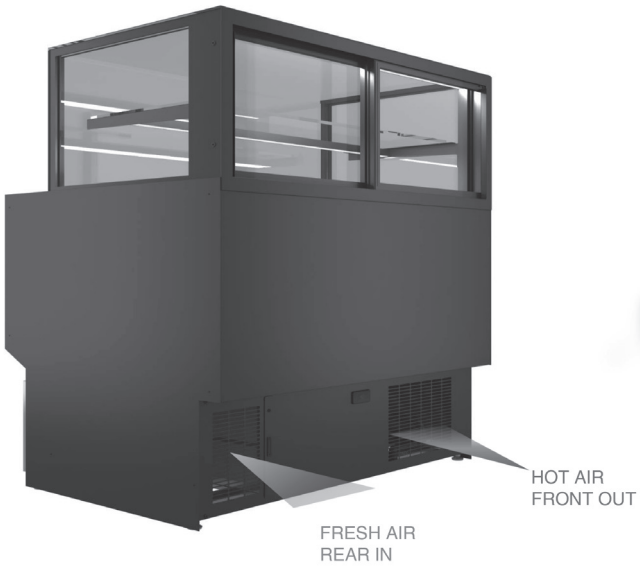

fig. 10
- Assicurarsi che il gruppo compressore condensatore sia in condizioni di libero scambio d'aria (fig.10).